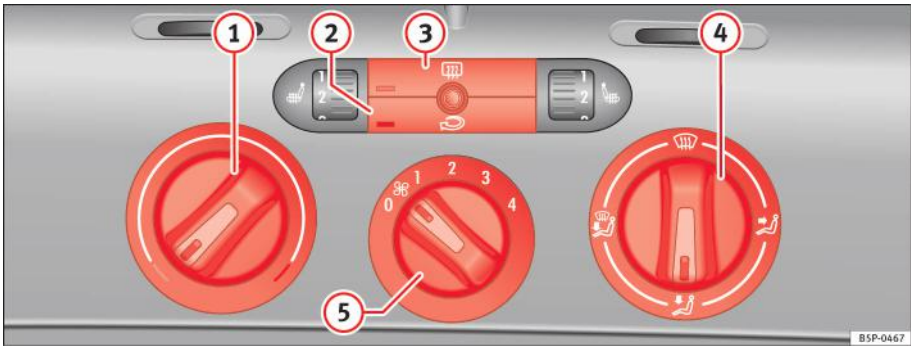

Fig. 124 Comenzile sistemului de încălzire de pe planșa de bord
– Utilizând comenzile ⇒ fig. 124 (1) şi (4) şi comanda (5), puteți seta temperatura, distribuția aerului şi turația aerotermei.
– Pentru activarea sau dezactivarea unei funcții, apăsați butonul corespunzător (2) sau (3). Când funcția este activată, ledul din colțul din stânga jos al butonului se aprinde.